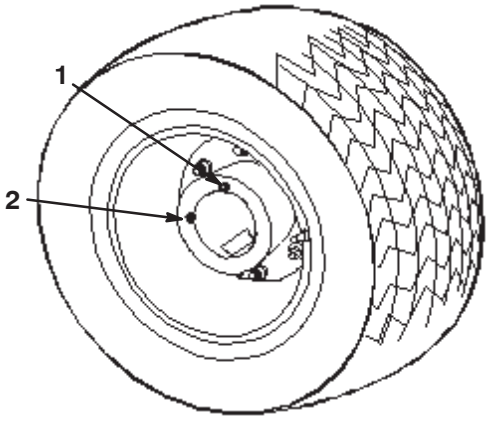

Figuur 46
6. Beweeg de machine langzaam totdat het wiel in de positie staat, waarin het met olie kan worden gevuld, zoals wordt getoond in Figuur 46.